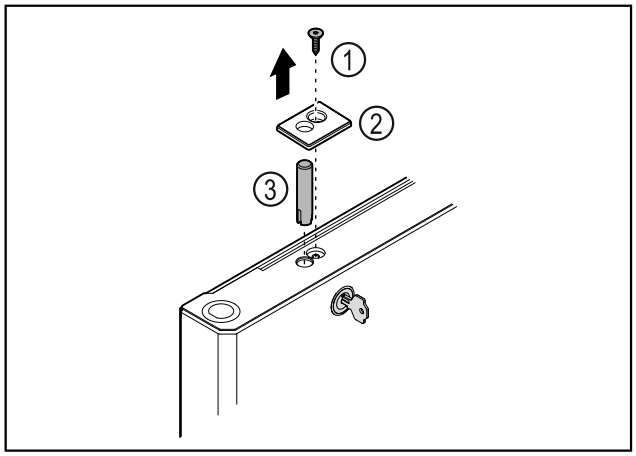

Fig. 33
▶ Îndepărtați șurubul *Fig. 33 (1)*.
▶ Deblocați apărătoarea *Fig. 33 (2)* cu o șurubelniță mică și detașați-o.
▶ Extrageți bolțul încuietoarei *Fig. 33 (3)*.